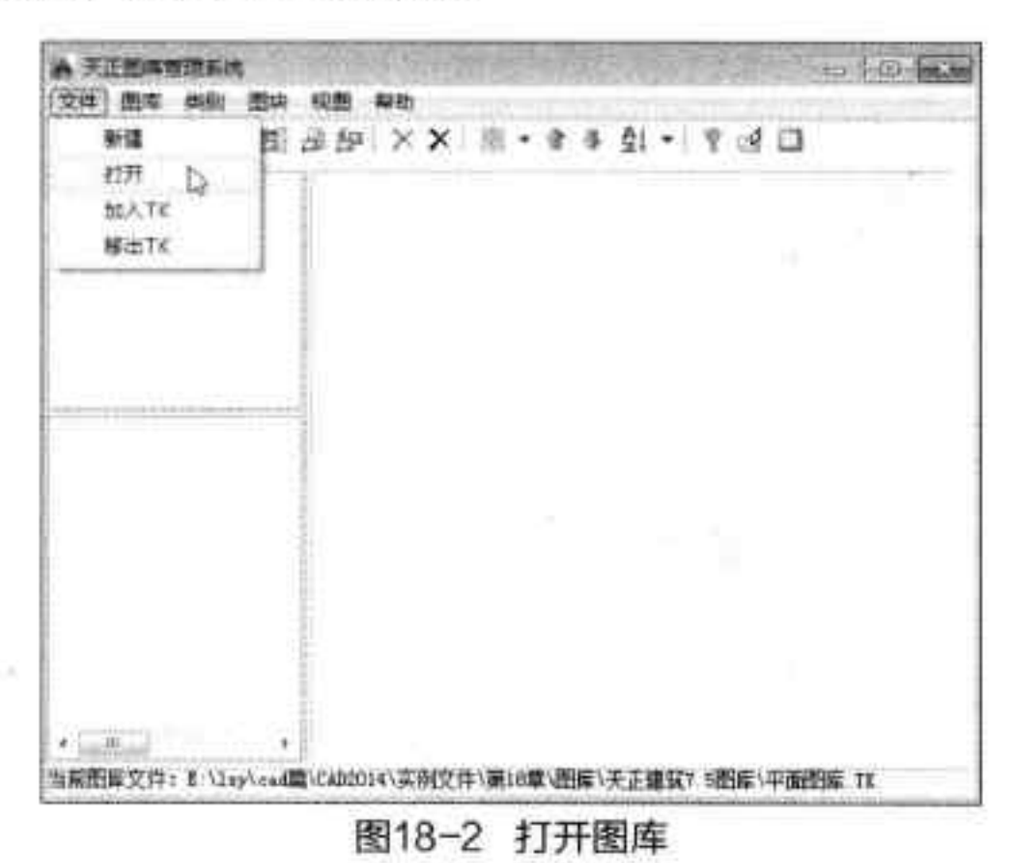

图18-2 打开图库
Step 02 在“天正图库管理系统”对话框中，单击“文件”菜单，在下拉列表中选择“打开”选项，如图 18-2 所示。